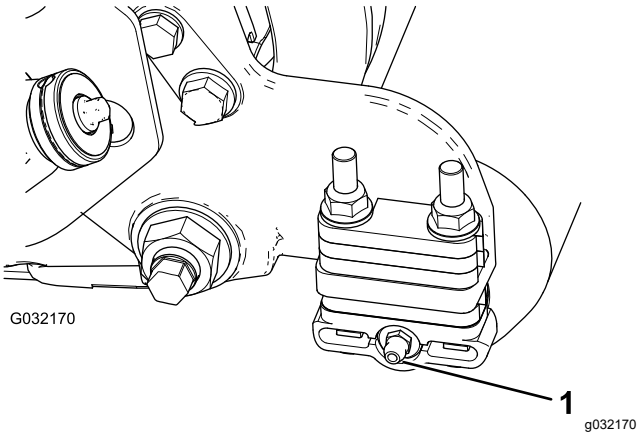

Figur 5
2. Sæt 90°-smøreniplen på, så den vender bagud (Figur 5).